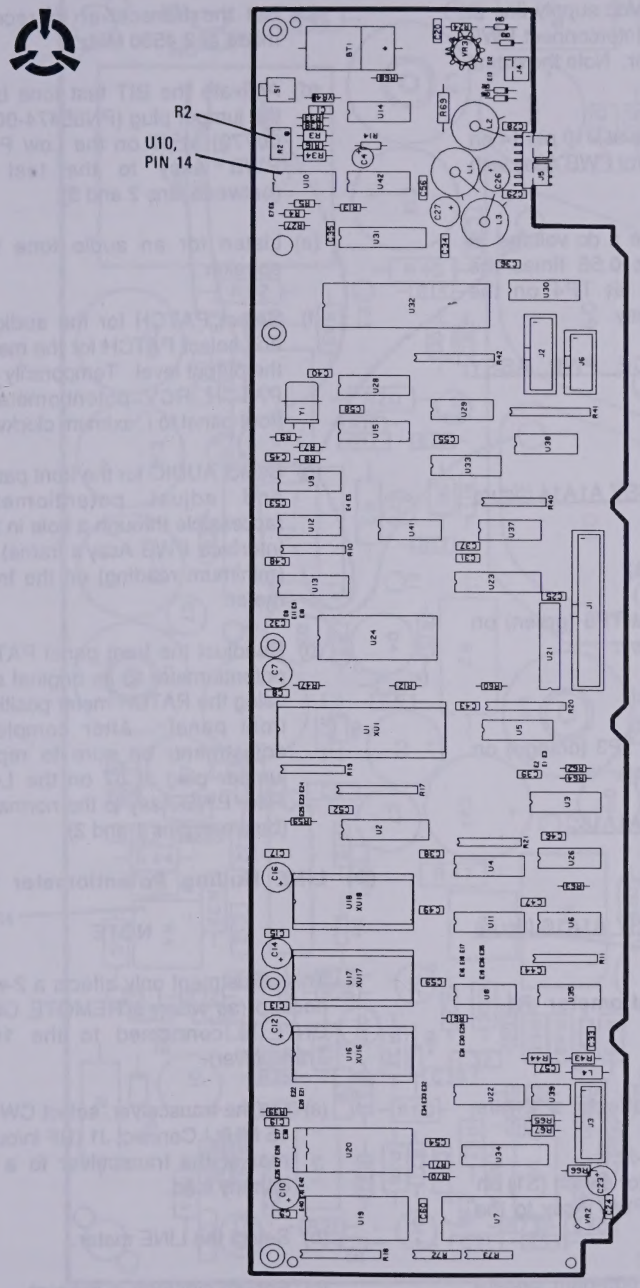

Figure 6-12. Transceiver Control PWB Assy
m. TRANSCEIVER CONTROL PWB ASSY A1A12 (figure 6-12).